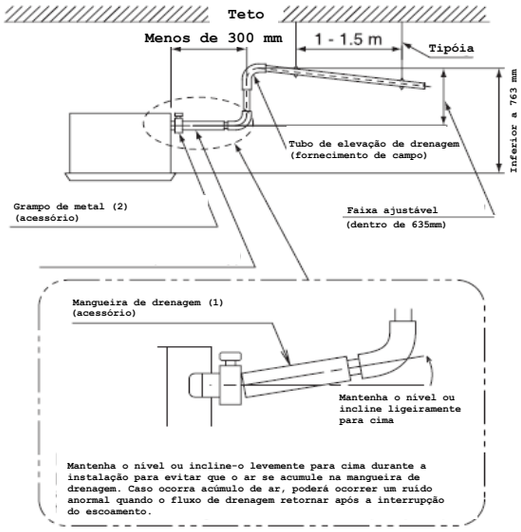

Figura 17
- Mantenha o tubo de elevação de drenagem vertical e no máximo 300 mm longe do ar condicionado. **(Consulte a Figura 17)**